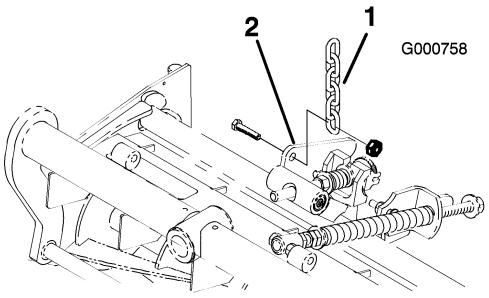

Figur 6
12. Fjern den møtrik, der fastholder græskompensationsfjederens monteringsbeslag på klippeenhedens stabilisatorøre (Figur 6). Sæt tippekæden på maskinskruen, og fastgør den med den møtrik, du fjernede.